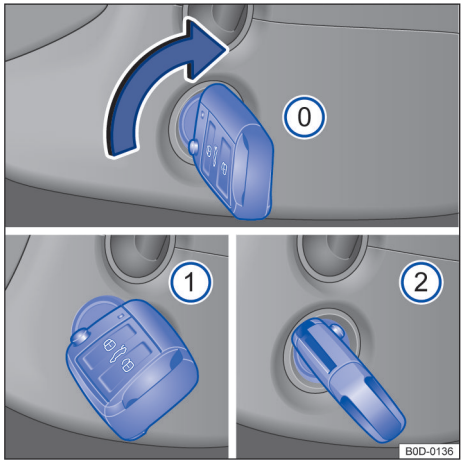

图 80 方向盘右侧：车辆钥匙在点火开关中的位置
车辆钥匙位置 →图 80
- **装备点火开关的车型：**将车辆钥匙转动至位置 →图 80 ①。打开点火开关。
- **装备点火开关的车型：**在点火开关中将车辆钥匙转动至位置 →图 80 ②，但不要加油。
如发动机未起动，则严禁在挂入挡位且车辆钥匙位于点火开关的位置 →图 80 ② 的情况下，将起动机用于行驶或牵引起动，如当燃油箱无燃油时。否则可能损坏起动机。
– **装备点火开关的车型：**将点火开关中的车辆钥匙转动至位置 →图 80 ⓪。